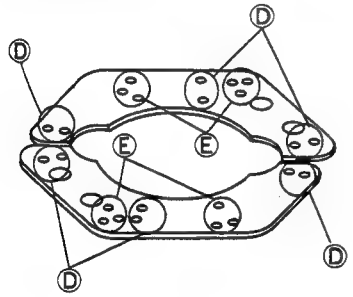

Fig. 2-9
3. Unsolder the upper drum board ass'y at the points of Ⓔ and Ⓓ (Fig. 2-9) and take out the board.